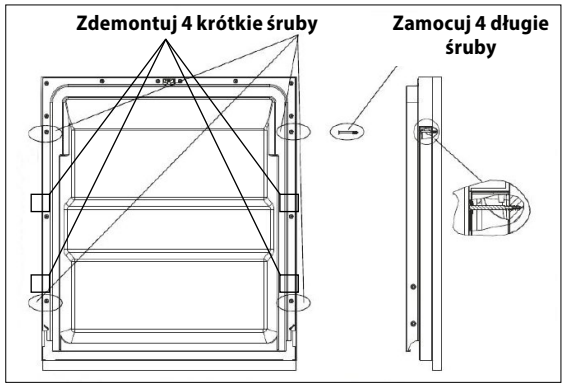

Rys. 14b
- Po położeniu płyty przymocuj płytę kryjącą do drzwiczek zmywarki za pomocą śrub (Rys. 14b).
- Z wewnętrznej strony drzwiczek zmywarki wykręć 4 krótkie śruby (Rys. 14b).
- Do wewnętrznej strony drzwiczek zmywarki wkręć 4 długie śruby. W ten sposób płyta kryjąca zostanie przymocowana do drzwiczek zmywarki (Rys. 14b).